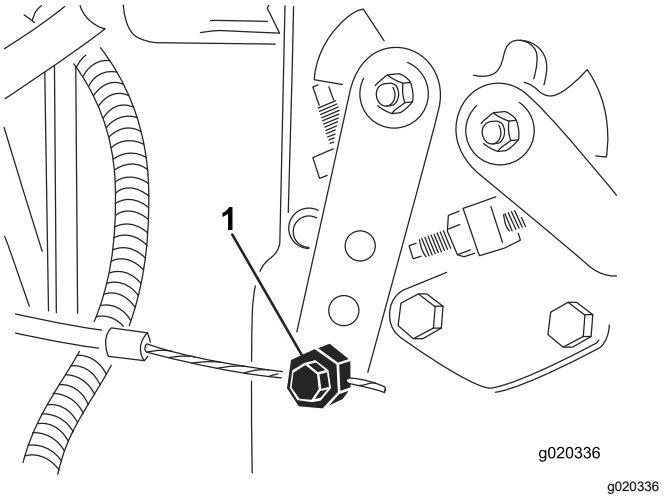

**Figur 77**
2. Løsne gasskabelkontakten på spaken på innsprøytingspumpen (Figur 77).